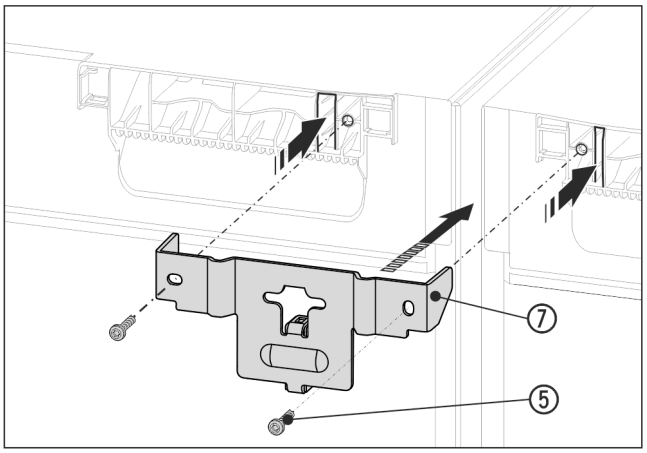

Fig. 16 Beispielhafte Darstellung
- ▶ Winkel *Fig. 16 (7)* mit dem Distanzstück zwischen die Geräte und mit den Laschen in die Gerätedecke schieben. Mit 2 Schrauben *Fig. 16 (5)* festschrauben.